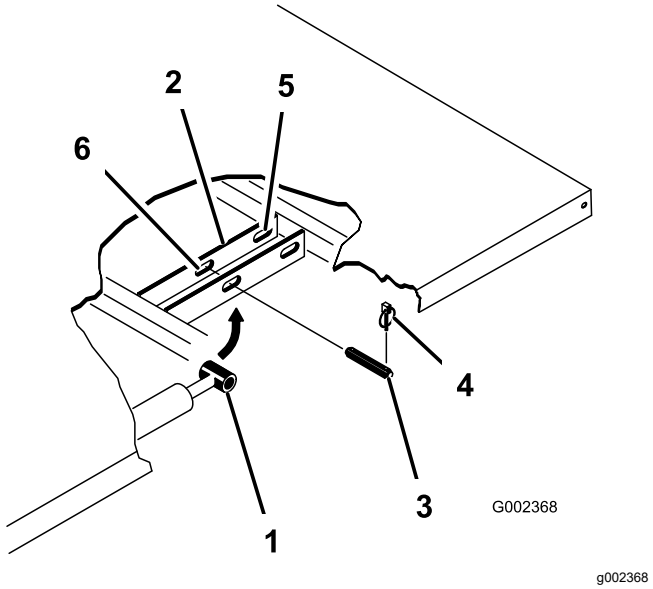

**Figur 23**
3. Ta bort hjulsprintarna från de yttre ändarna av cylinderstavens sprintbultar (Figur 23).
4. Ta bort sprintbultarna som håller fast cylinderstavsändarna vid flakets fästplattor genom att trycka bultarna inåt (Figur 23).
5. Ta bort hjulsprintarna och sprintbultarna som håller fast tappfästena vid ramens kanaler (Figur 23)